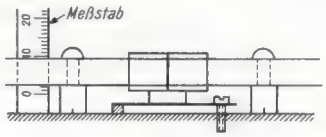

Bild 3. Bestimmen der Kopfabweichung mit einem Meßstab
2. Vor und hinter dem Aufnahme-Wiedergabekopf befinden sich meist Bandführungen; sie sind im Interesse einer sicheren und gleichmäßigen Bandführung unerläßlich. Man spielt nun die Aufnahme des hohen Tones so ab, daß das Band mit der bedruckten Seite am Kopf vorbeigleitet und läßt es über einen vorgehaltenen Meßstab laufen *(Bild 3)*. Sehr vorteilhaft läßt sich dazu ein Stahlbandmaß verwenden. Durch Vor- oder Zurückneigen des Bandmaßes läßt sich der Bandlauf leicht etwas in der Höhe beeinflussen.